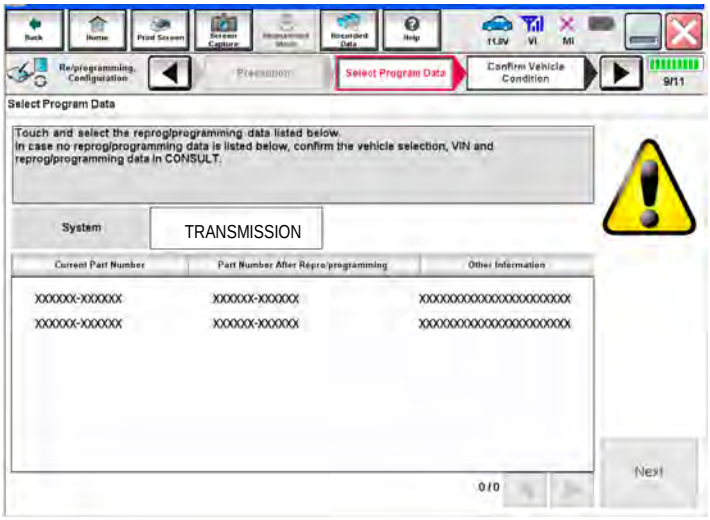

Figure 40
- ➢ If more than one new P/N is available, the screen in Figure 40 displays.